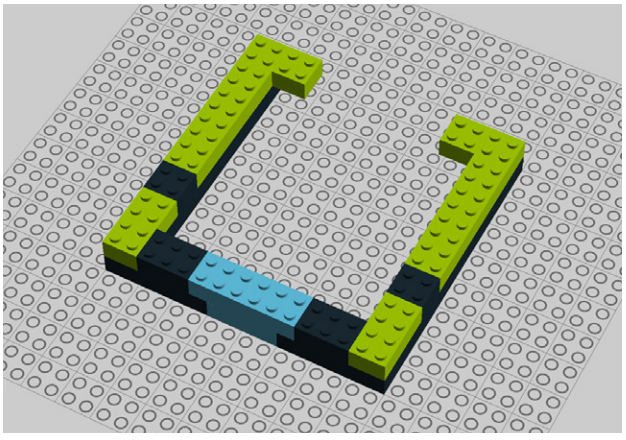

Figure 9-13. *Step 8: Placing eight 2x4 bricks*
8. Finish off the second layer with 10 2x4 bricks (Figure 9-13).